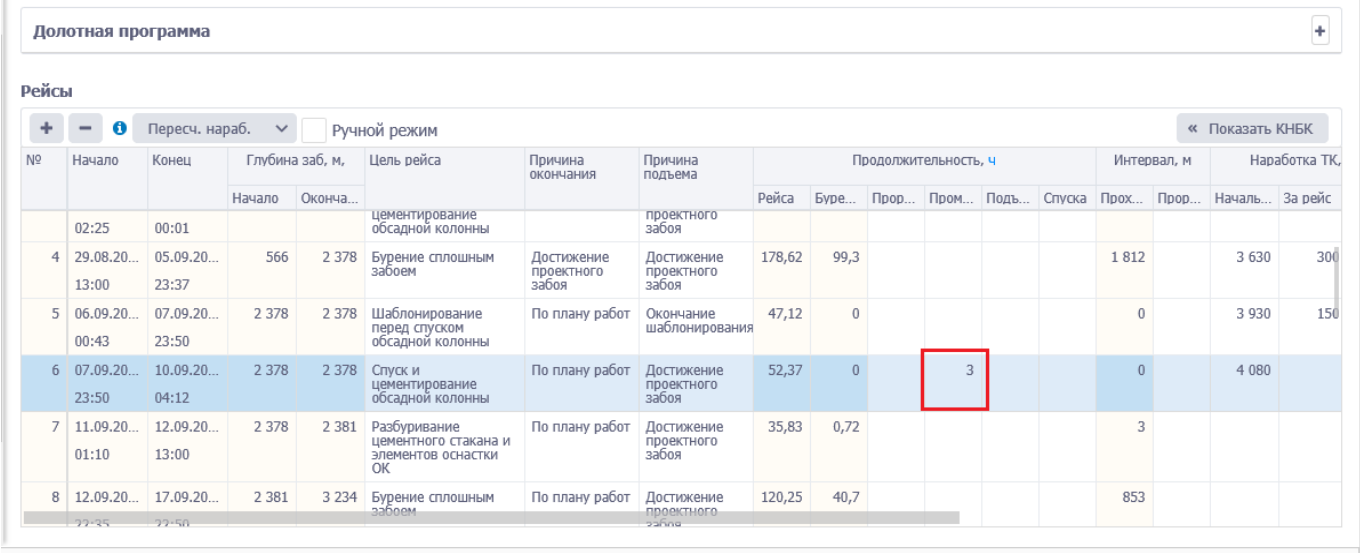

Рис. 3.167
- Пересчет промывки по РДТС – для выбранного рейса в поле П*родолжительность / Промывки* отобразится рассчитанное значение промывки (рис. 3.167). Данная функция доступна если на сервере установлена система ИС WellOnline «Мониторинг удаленных объектов». В том случае, если система не установлена при выборе «Пересчет промывки по РДТС» появится сообщение с ошибкой.